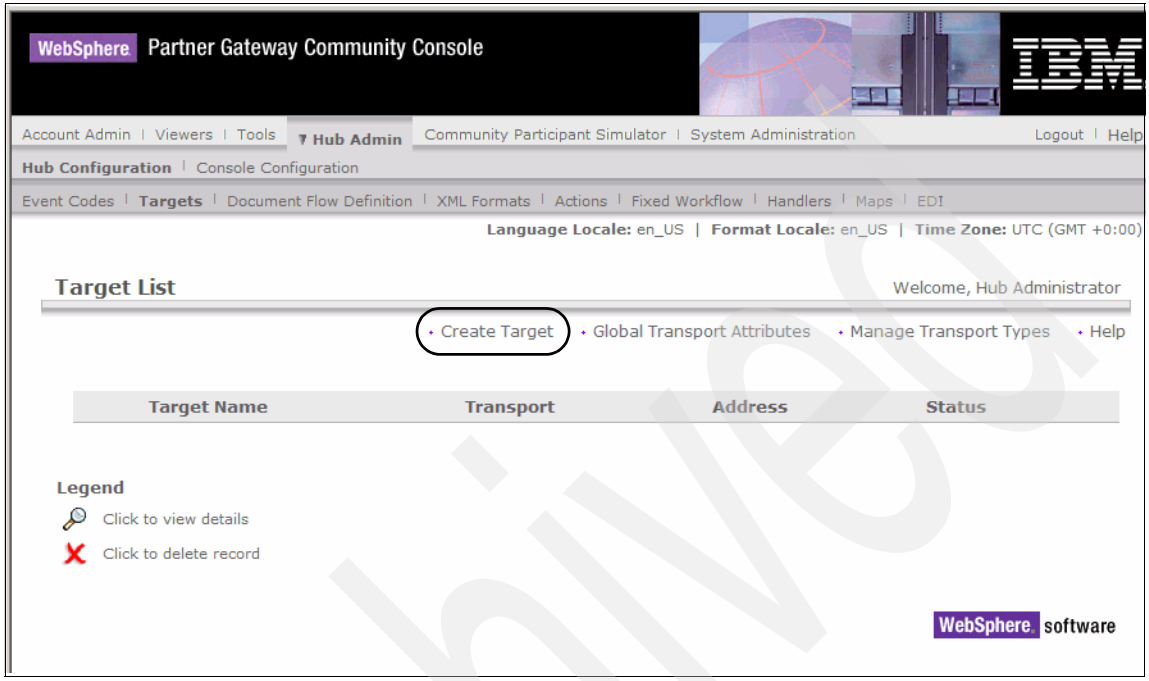

Figure 7-5 List of targets
2. The browser displays a list of currently defined targets (Figure 7-5), which is currently empty. Click **Create Target**.